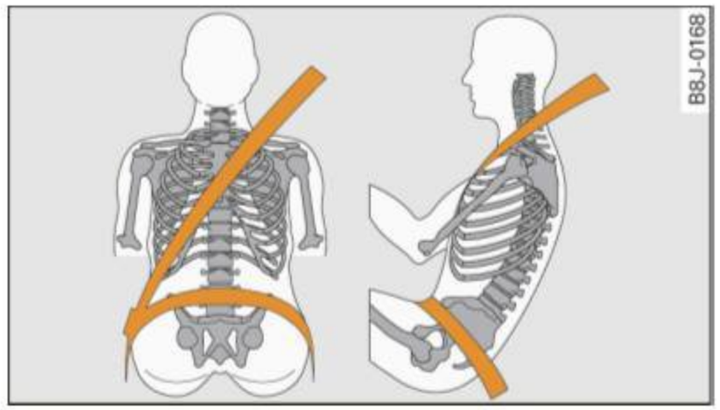

Fig. 135 Head restraint and safety belt position as seen from the side
- **The safety belt must lie flat and snug on the occupant's upper body ⇒ *page 140,* fig. 135. Pull on the belt to tighten if necessary.**
- **The lap belt portion of the safety belt must be positioned as low as possible across pelvis and never over the abdomen. Make sure the belt lies flat and snug ⇒ *page 140,* fig. 135. Pull on the belt to tighten if necessary.**